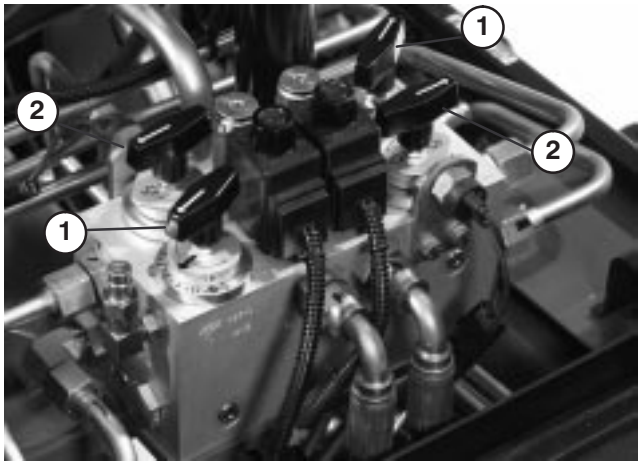

Figure 70
3. Locate the reel speed selector knobs and backlap knobs (Fig. 70). Rotate the desired backlap knob(s) to the backlap position and the desired reel speed selector knob(s) to position "1."